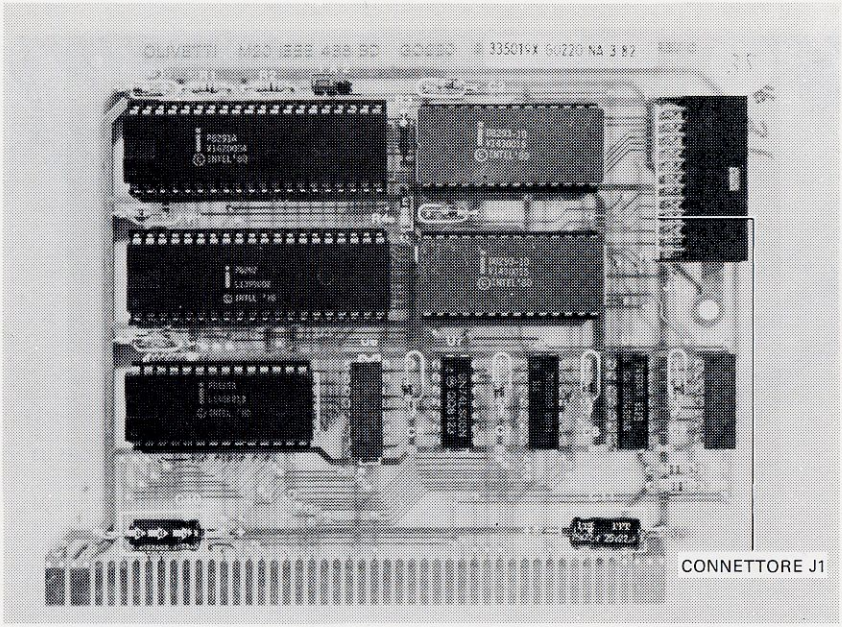

Figura B-14 Piastra IEEE 488 - Posizione del connettore
3. Collegare il connettore (di plastica) del cavo a nastro con il connettore J1 sulla piastra IEEE stessa (vedere Figura B-14).